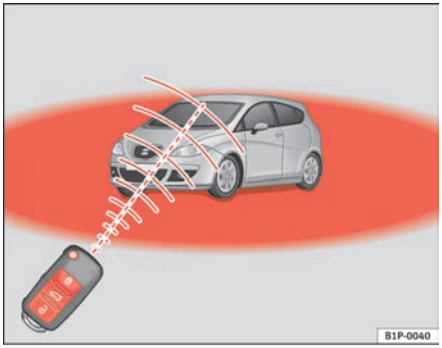

Fig. 64 Range of the remote control
- The remote control functions only when you are in range ⇒ page 100, fig. 64 (red area).
- If the vehicle is unlocked using the 🔓 (1) button, the vehicle will be locked again automatically if any of the doors or the tailgate are not opened within 30 seconds of unlocking the vehicle. This function prevents the vehicle from remaining unlocked if the unlocking button is pressed by mistake.